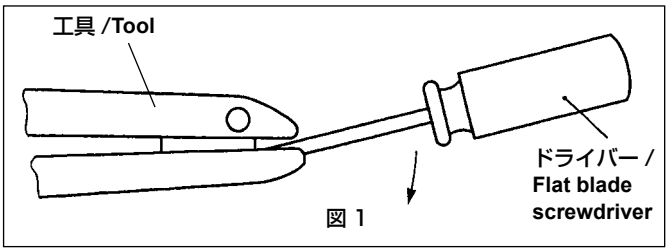

図 1
⑤ ラチェットが解除した後もハンドルに過度な荷重をかけ続けますと、ハンドルが閉じたまま開かなくなることがあります。その際は、図 1 のようにドライバー等をハンドルに入れ開いてください。